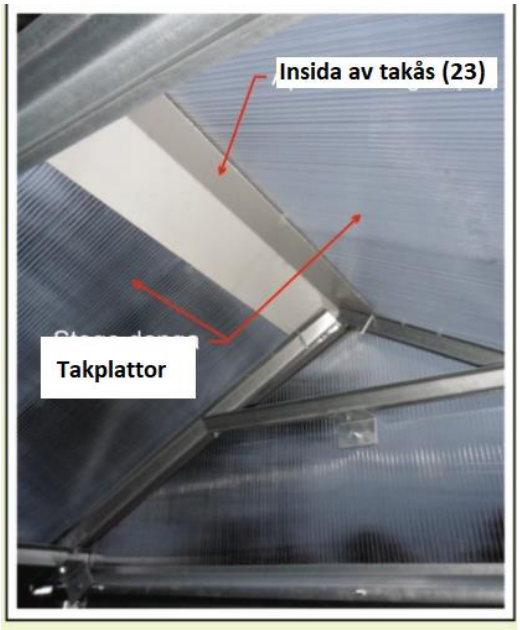

Bild 24
24. Innan du fäster de övre polykarbonatskivorna ska du placera takåsen (24) överst på taket (Bild 24). Fäst sedan de övre polykarbonatskivorna (till taket) i storleken 2100x6000mm. Vi använder 2 polykarbonatskivor på 2100x6000mm till ett 4 m långt växthus, etc. Polykarbonatskivor på 2100x6000mm delas upp till skivor på 2100x2980mm. Försegla med skyddsband (32) på polykarbonatskivornas övre kanaler. Den nedre delen av polykarbonatskivorna kan lämnas oförseglad.